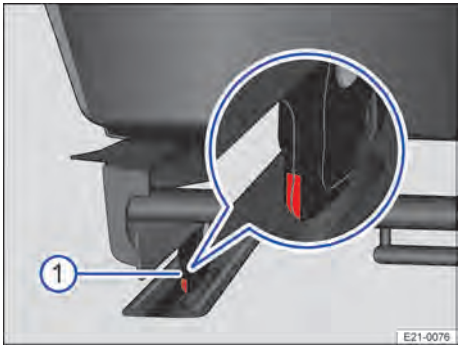

Fig. 80 Tercera fila de asientos: indicador del bloqueo dispuesto en el piso.
El asiento está encastrado correctamente cuando en el indicador de bloqueo del piso → Fig. 80 (1) **no** se ve la marca roja → ⚠.